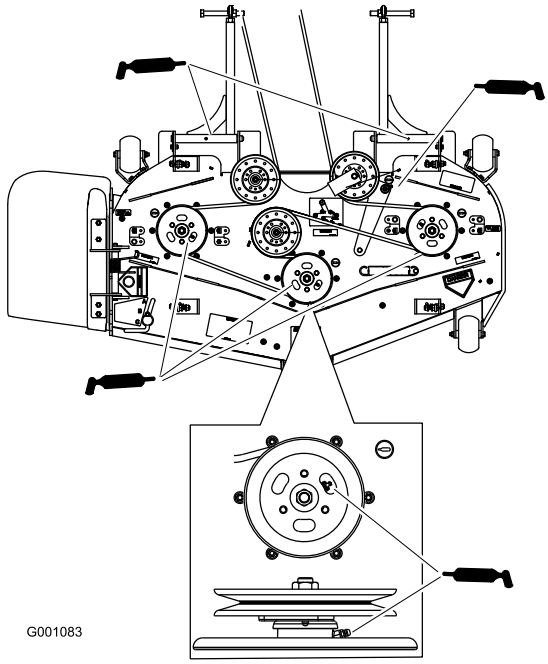

**Figur 30**
4. Smør de tre spindellejer under remskiverne, indtil der kommer fedt ud af de nederste tætninger (Figur 30).
5. Smør styrearmen på plæneklipperskjoldet (Figur 30).
6. Smør fittingerne på løftearmene (Figur 30).